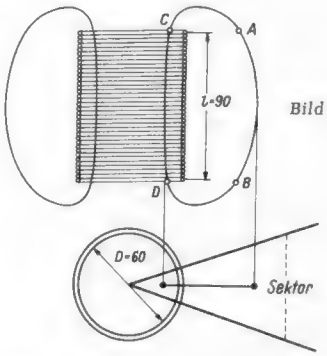

Bild 3
3. *Bild 3* zeigt eine Zylinderspule mit einem Wicklungs-Innendurchmesser D von 60 mm und einer Wicklungslänge l von 90 mm. In Bild 3 sind zwei Feldlinien eingetragen, die in ihrem Verlauf schätzungsweise jeweils der Mitte eines Feldsektors entsprechen. Das Spulenfeld ist nicht paralleleben, da der Feldquerschnitt nach außen hin wächst.
Für den Außenraum gelten größere Querschnitte und größere Längen, wobei die Querschnittsvergrößerung bei weitem überwiegt. Nehmen wir von dem in Bild 3 eingetragenen Feldsektor als Querschnitt im Außenraum nur den Abschnitt links von der gestrichelten Linie an, so verhalten sich die Querschnitte innen zu außen wie etwa 1 : 11. Das würde für den im Außenraum zwischen den Punkten A und B vorhandenen Teil des Feldes – umgerechnet auf den Innenquerschnitt – rund ein Zehntel des tatsächlichen Abstandes dieser beiden Punkte bedeuten.